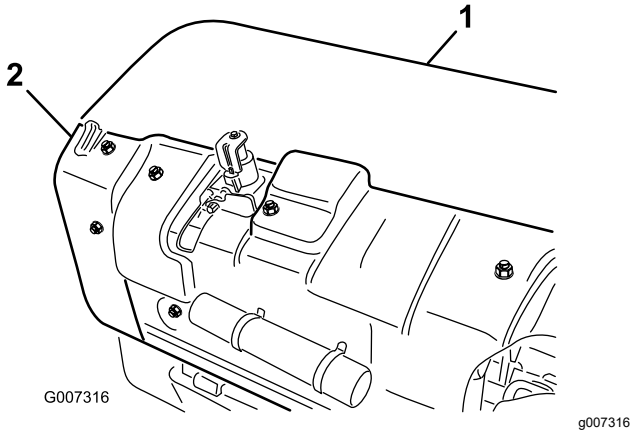

Figur 34
A. Ta bort det bakre luftarhuvudskyddet (Figur 34).
B. Ta bort skivskyddets fästbultar och ta bort skyddet (Figur 34).